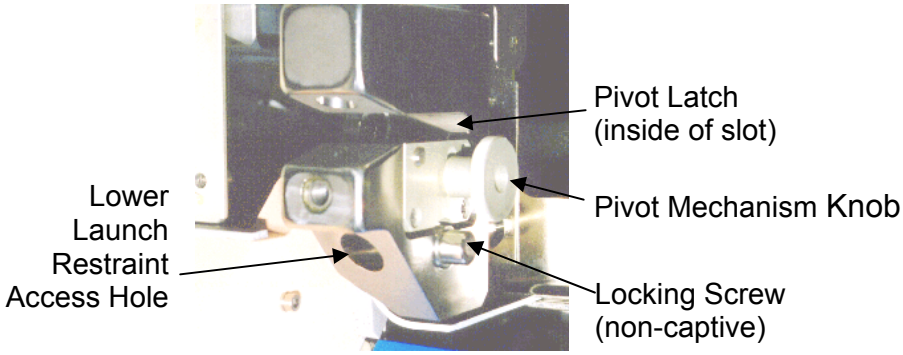

Figure 7.- Lower Launch Restraint, Left Side.
12.2 Loosen Mechanism Knobs one turn so they are free to move. Refer to Figure 7.